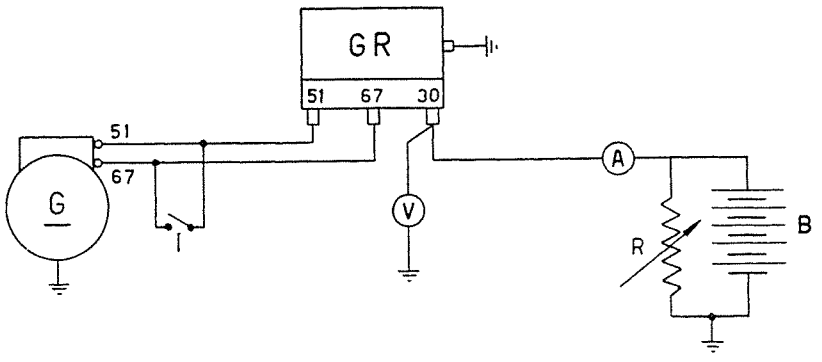

Abb. 352.
a) Verbindungen laut Schaltschema der Abbildung 352 ausführen.
Die Eichung des Strombegrenzers soll unmittelbar nach derjenigen des Spannungsreglers, und zwar nach demselben Schaltbild (Abb. 352) und mit denselben Messgeräten erfolgen mit Ausnahme des Amperemeters, das einen Messbereich bis 40 A haben muss.